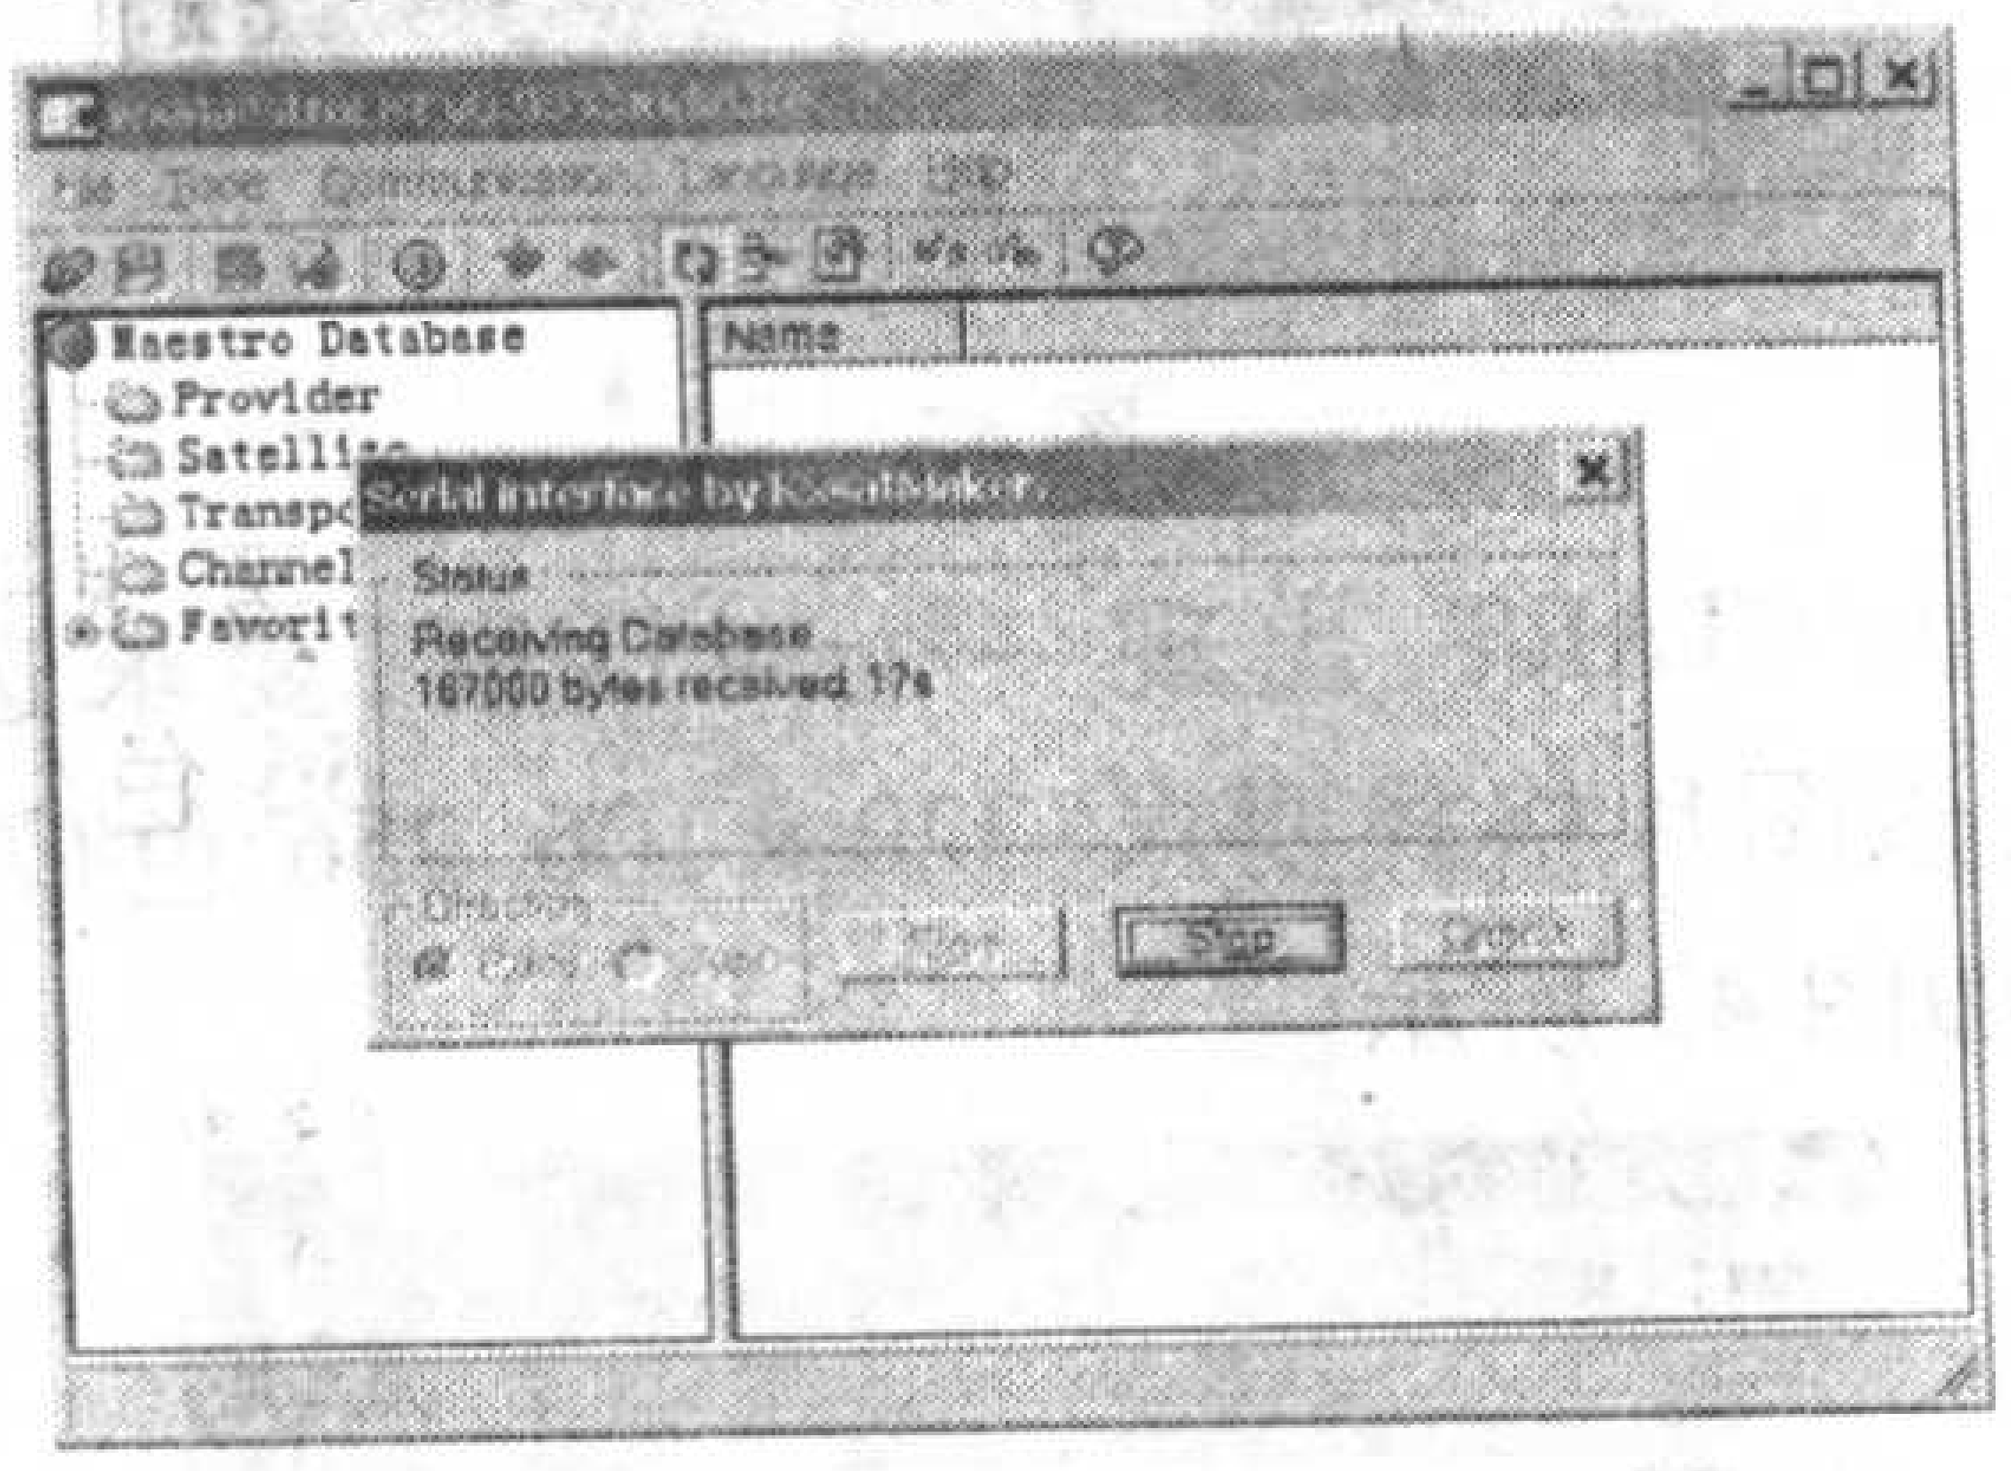

图 34
3. 点击保存,软件弹出“Serial interface by KxsatMaker”界面,此时接收机如果处于待机状态时,就先按“Start(开始)”键,再打开接收机,软件就开始下载节目表,界面中间显示正在接收数据的字节数和所用秒数,同时数码管同步显示“Ch ××”,其中“Ch”表示 Channel(节目),“××”为所用秒数(见图 34)。